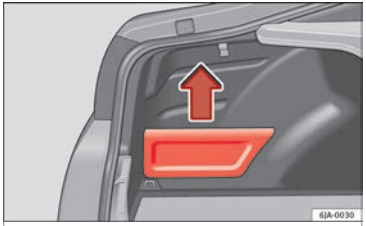

Fig. 160 Luggage compartment: storage compartment
– Hold onto the top of the lid and pull it out in the direction indicated by the arrow ››› **Fig. 160**.